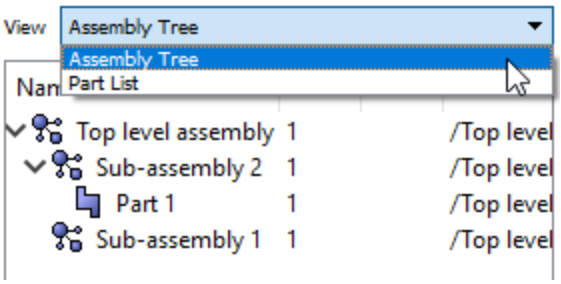
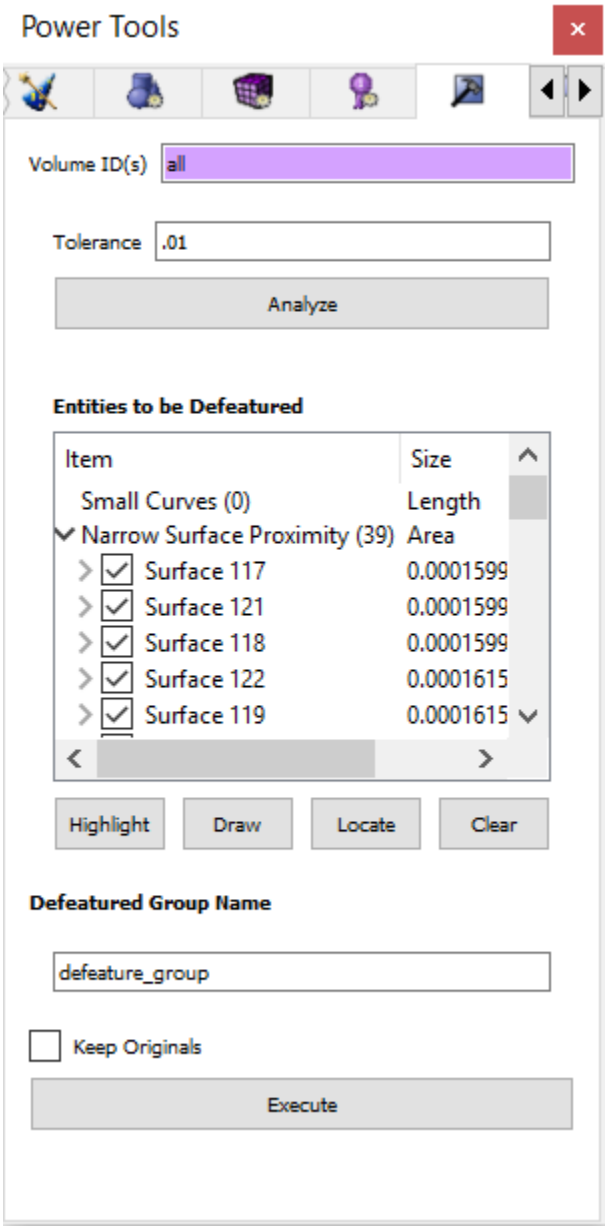

**Figure 3 - Pull down Menu**
**Figure 1 - Defeature Power Tool**
Step 1 requires specifying volume ids (e.g. all) and a tolerance (e.g. 0.6) as shown in Figure 1. Clicking “Analyze” button will automatically find small curves and surfaces in the volumes specified. Figure 2 shows the highlighted small curves and surfaces with the label information. Figure 3 shows a zoom view of a small surface.